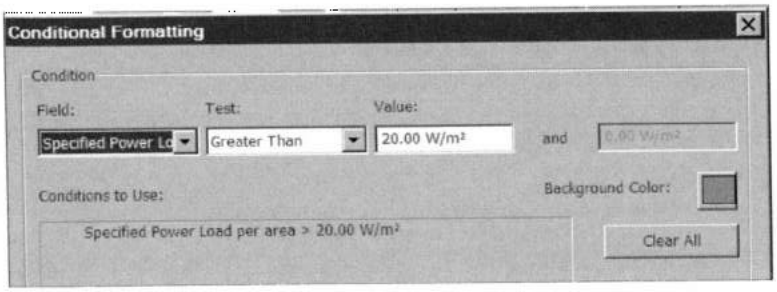

Рис. 37.1. *Настройка условия форматирования*
3. Кнопкой **Conditional Formatting** (Форматирование по условию) открыть одноименный бокс (рис. 37.1), в котором выполнить следующую настройку.
На рис. 37.2 показан пример спецификации помещений, отображающей назначенную помещениям полную и приведенную на единицу площади электрическую нагрузку. Допустимая нагрузка на единицу площади не должна превышать 20 W/m². Настройка условия соответствует приведенной на рис. 37.1.